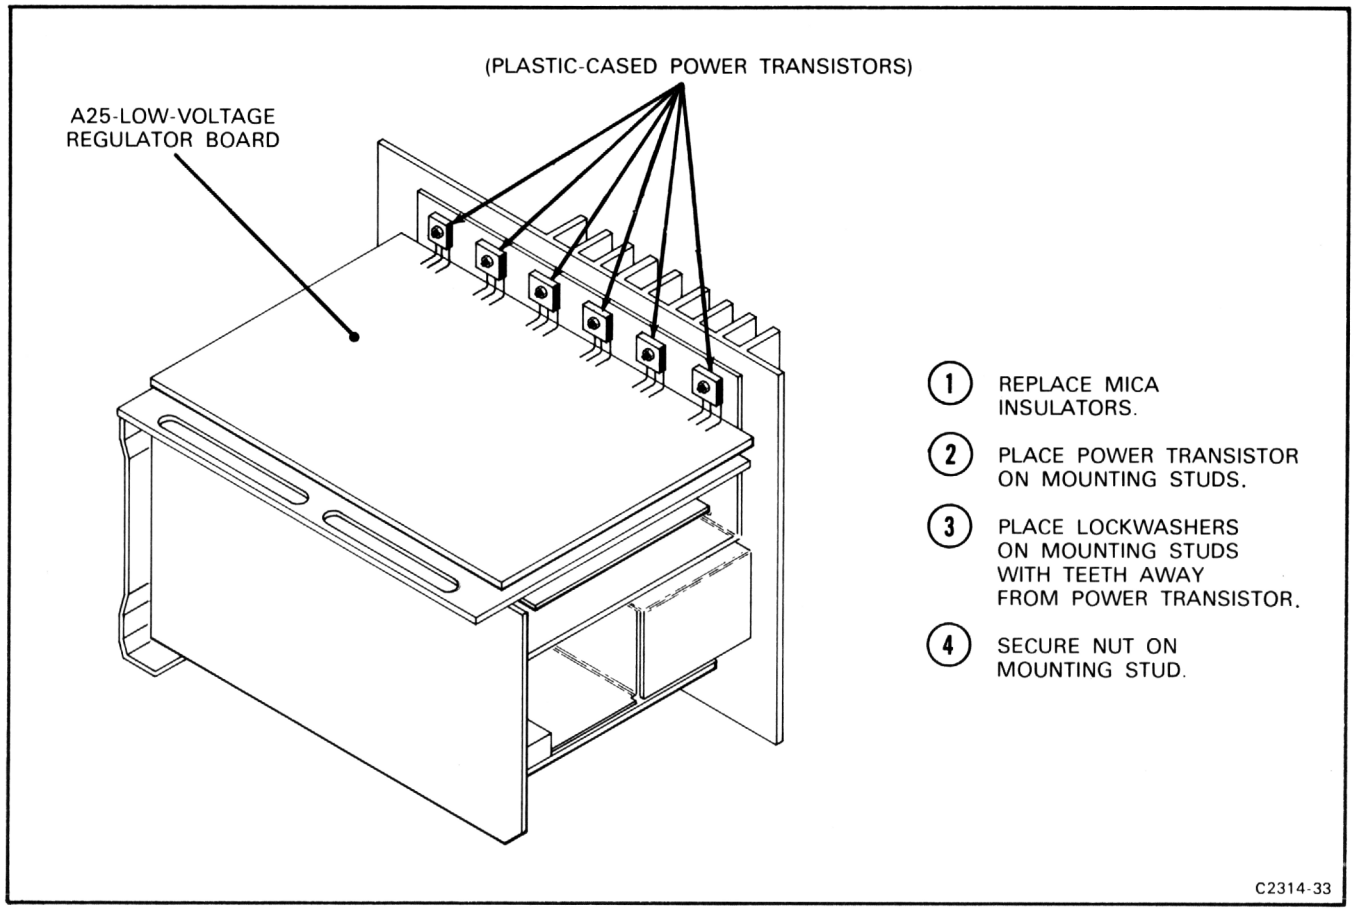

**Figure 4-15. Correct placement of power transistors and their mounting hardware on rear heat sink.**
5. Remove the hardware securing the plastic-cased power transistors to the rear heatsink (see Fig. 4-15). Note the position of the lockwashers so they can be correctly replaced.